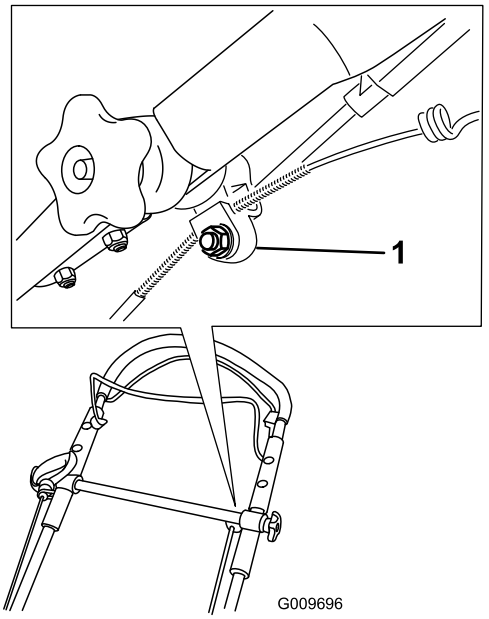

Figur 42
1. Løsne mutteren på kabelfestet (Figur 42).